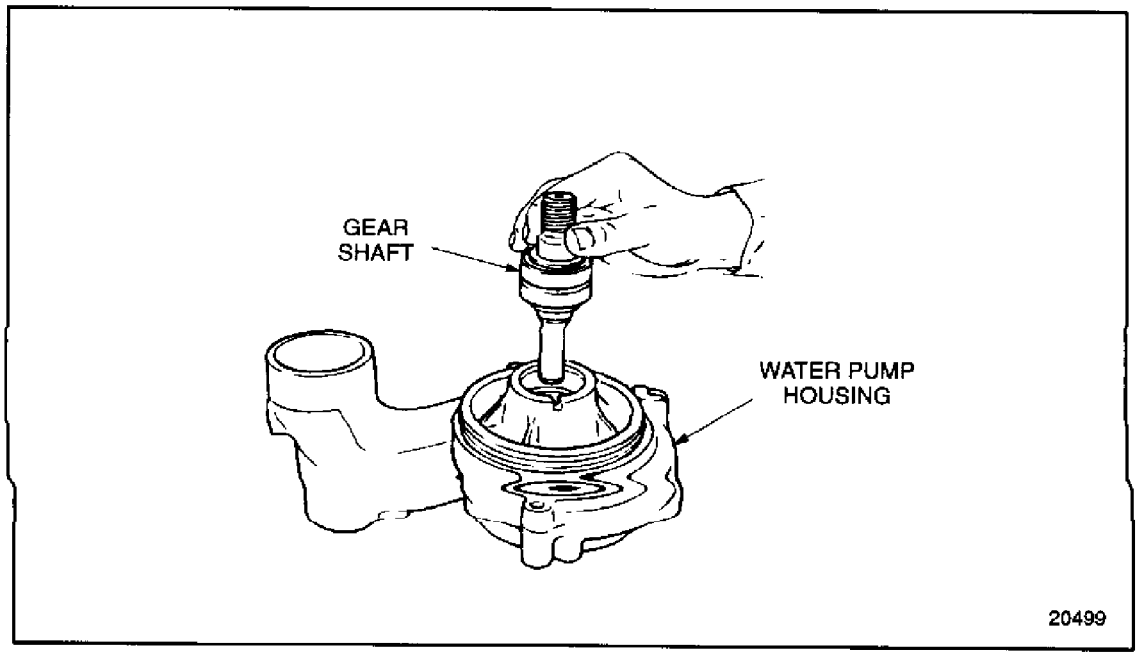

Figure 4-50 Drive Shaft Insertion (FM)
7. Install the drive shaft, with bearings installed, to the rear of the water pump housing. See Figure 4-50.